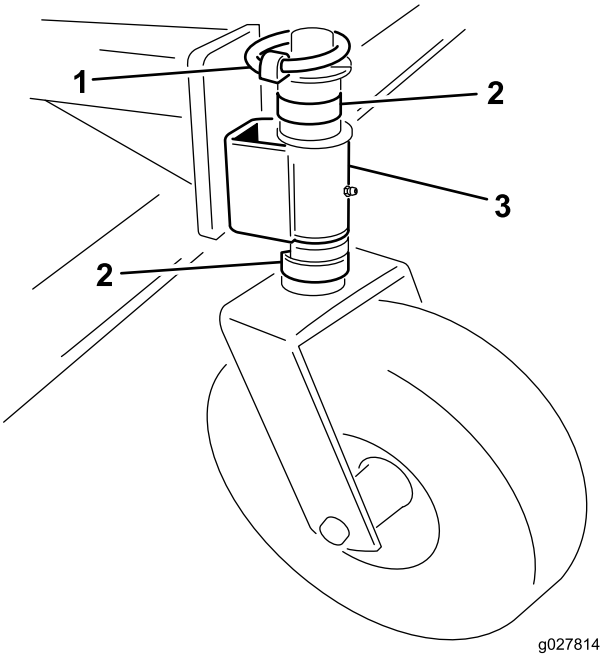

Figura 6
1. Retire la chaveta del eje (Figura 6).